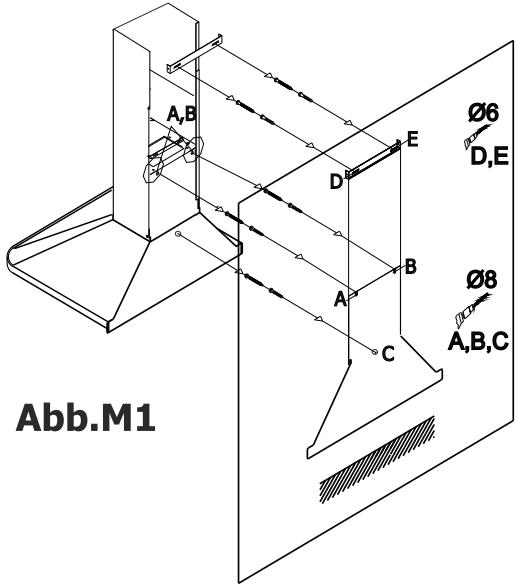

Abb.M1
3. Montage des Schachtes (Abb.M1)